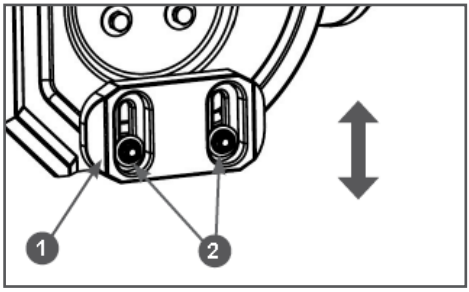

Рис. 11 Регулировка высоты захвата снега
2. Открутите гайки 2 крепления полозка 1 на 1-2 оборота и установите полозок на необходимую высоту (Рис. 11). Снова затяните гайки.